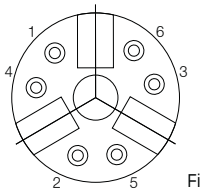

Fig.5
(Fig.5) 1→2→3→4→5→6
(4) Mount the chuck to the spindle (back plate) Turn the joint handles so that the chuck is prorerly attached to the spindle mounting face of lathe. Uniformly tighten chuck mounting bolts in the order of 1,2,3,4,5 and 6 as shown in Fig.5
(Fig. 5)